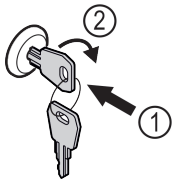

Fig. 119 Voorbeeld
▶ Sleutel erin duwen *Fig. 119 (1)*.
▶ Sleutel 90° rechtsom draaien *Fig. 119 (2)*.